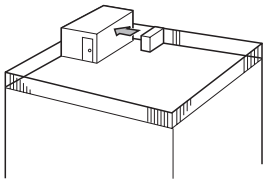

Fig. 2-4
(1) Posizionare la bocca di uscita dell'aria verso la parete più vicina, mantenendola a circa 500 mm di distanza dalla parete. (Fig. 2-4)